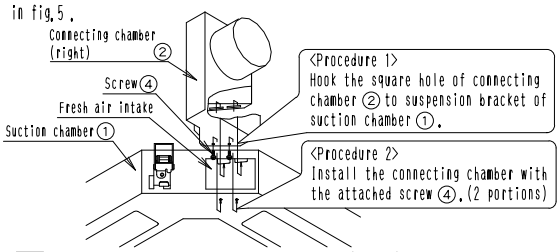

fig.5 Installation of the connecting chamber(right)
3. Tighten 2hexahead screws located beneath the lutches until the thickness of the sealing material of chamber reduces to 5~8mm. (fig.4) (fig.5)
❹ Installation of Connecting duct
1. Install the Connecting chamber(right & left)in accordance with the procedure shown in fig.5.